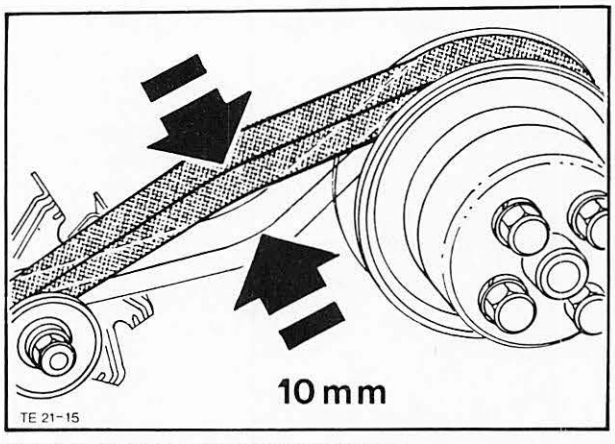

Abb. 277 Keilriemen-Lichtmaschine spannen
28. Lüfterflügel anbauen, Keilriemen – Lichtmaschine auflegen und mit einem Keilriemen-Spannungsprüfer spannen, siehe Technische Daten in Gruppe 24. Steht kein Spannungsprüfer zur Verfügung, Keilriemen so spannen, daß das Gesamtspiel zwischen Lichtmaschine und Lüfter 10 mm beträgt, Abb. 277.